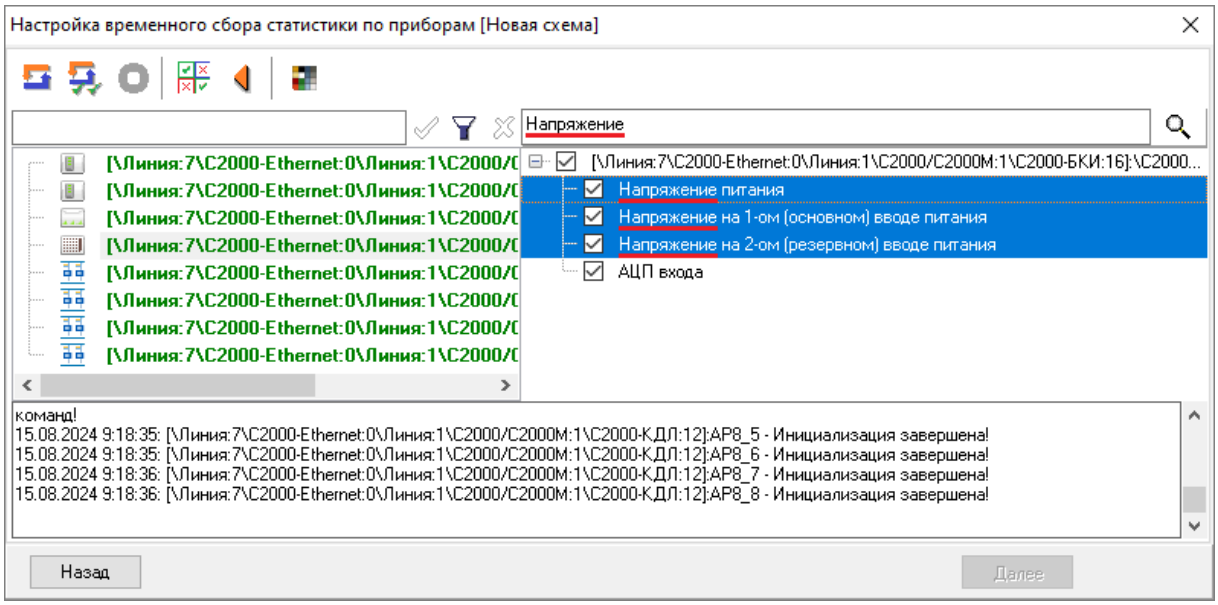

Рисунок 12-146 Результаты поиска в списке параметров для опроса
– если в списке параметров для опроса есть параметры, наименование которых содержит введенное сочетание символов, то они будут выделены в дереве статистики (см. Рисунок 12-146);